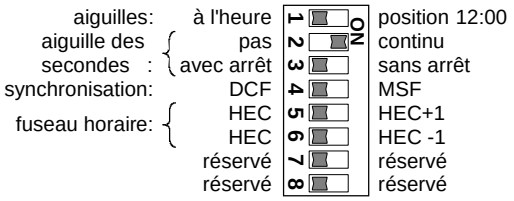

Fig. 5
- Mettre le commutateur DIP 1 sur **ON** (position sur 12:00, fig. 5).